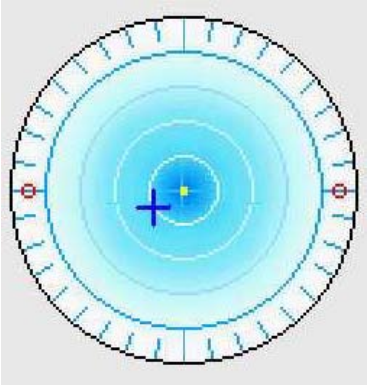

Figure OP-5 Target Area
A. The center of the Measurement Screen displays a blue cross on a blue target. As you move your lens on the Lens Stand, the blue cross will move around the target. Your objective is to place the blue cross on the center of the target. Refer to Figure OP-5.